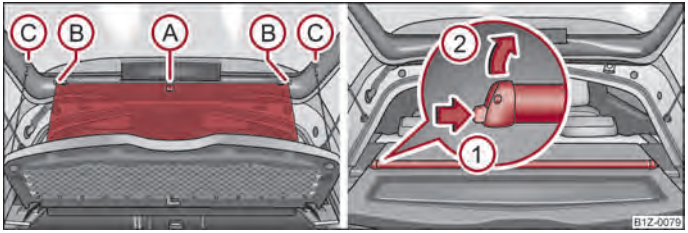

Fig. 36 Unroll/remove the sun screen
– Pull the sun screen at the loop Ⓐ and hang it in the brackets Ⓑ ⇒ fig. 36.